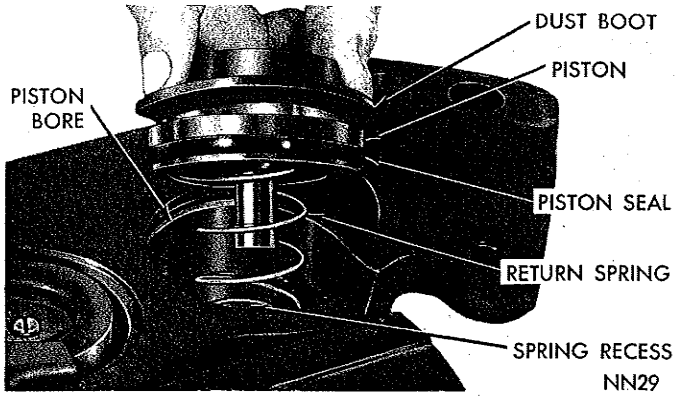

*Fig. 8—Removing or Installing Piston and Piston Return Spring*
(5) Remove piston, piston seal and dust boot from caliper (Fig. 8). Remove piston return spring.
(1) Clamp caliper housing in a vise, and coat cylinder bores with #55 Dow-Corning Pneumatic Silicone Grease (or equivalent) then install piston return spring. (Be sure spring is seated in recess at bottom of bore.) (Fig. 8.)
(2) Coat outside diameter and fill inner diameter of a new piston seal with #55 Dow-Corning Pneumatic Silicone Grease (or equivalent) and work over piston land and down into position in groove, using fingers only.